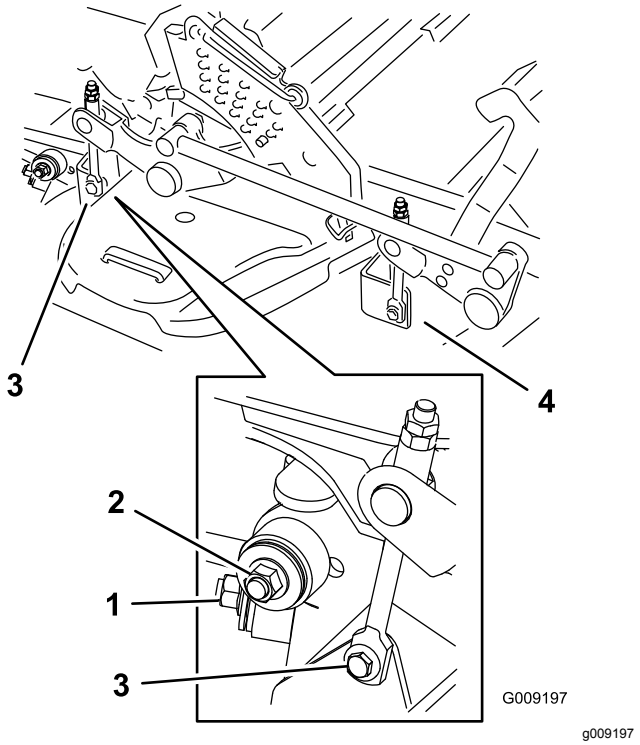

Figuur 105
7. Verwijder de bevestigingsmaterialen aan beide zijden van het maaidek zoals wordt getoond in Figuur 105 en bewaar deze materialen.